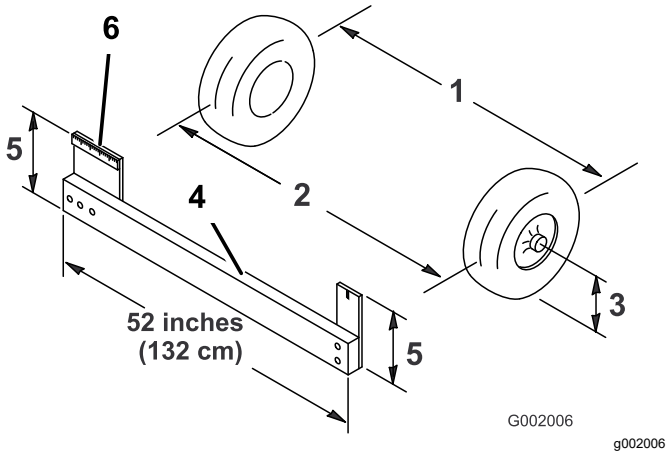

Figuur 50
4. Meet ter hoogte van de as de afstand tussen de voorwielen aan de voorkant en de achterkant van de wielen (Figuur 50).
Opmerking: U heeft een hulpmiddel of uitlijnmaat nodig om de afstand aan de achterkant van de voorwielen ter hoogte van de as te meten. Gebruik dit ook om de afstand aan de voorkant van de voorwielen ter hoogte van de as te meten (Figuur 50).